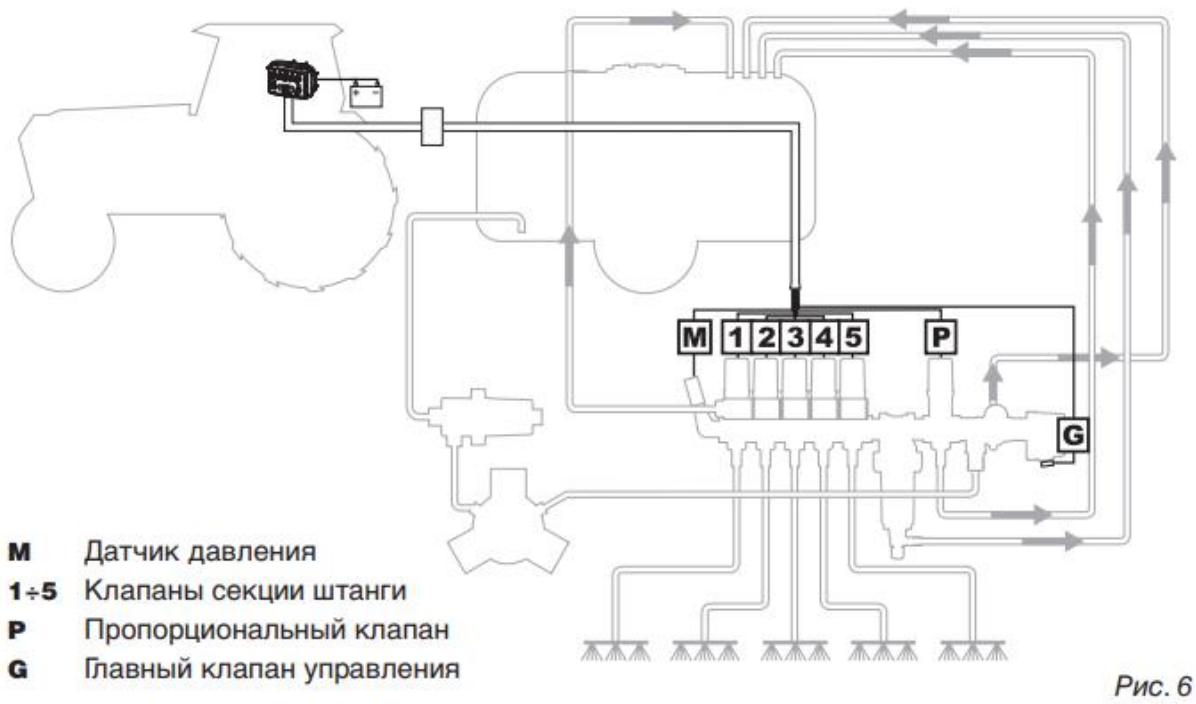

Рис. 6
Должным образом промаркированные кабели, необходимые для соединений, поставляются в комплекте с устройством управления, которое вы намерены использовать: на Рис. 6 описывается маркировка кабелей и соответствующие устройства, с которыми они должны соединяться.
• Схема соединения, данная на Рис. 6 является приблизительной, поэтому операции по стандартной регулировке блока могут меняться с учетом используемого устройства управления.